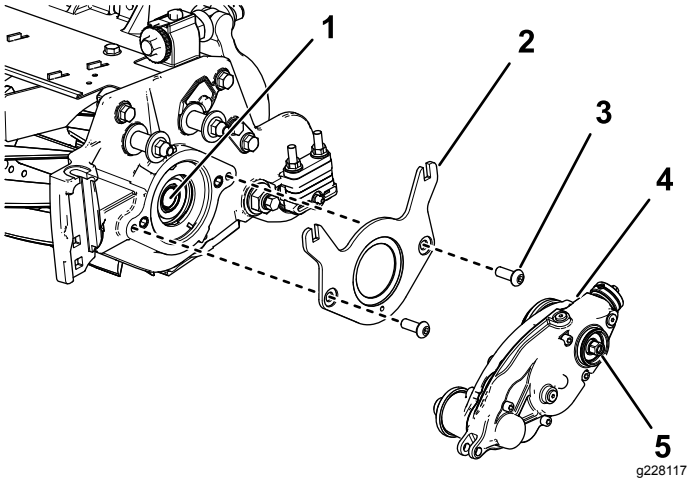

图8
2. 用 2 个六角圆头螺栓⅜ x ¾ 英寸固定配重块架如图8 所示。
3. 在内滚刀轴的螺纹上涂抹中等强度防松螺纹油如蓝色 Loctite® 243 乐泰胶图8。
4. 用疏草刀驱动箱上的六角头螺栓将其连接到滚刀轴上图8。